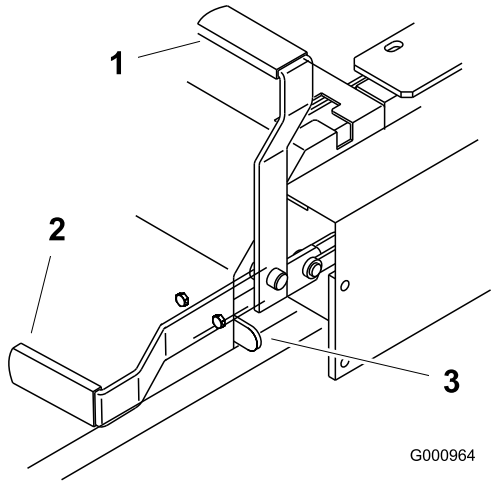

**Figur 10**
2. Træk parkeringsbremsegrebet tilbage og op for at aktivere parkeringsbremsen (Figur 10). Parkeringsbremsegrebet skal blive i aktiveret position.
Tryk parkeringsbremsegrebet fremad og ned for at deaktivere parkeringsbremsen (Figur 10). Parkeringsbremsen er deaktiveret, og håndtaget hviler mod bremsestoppet.